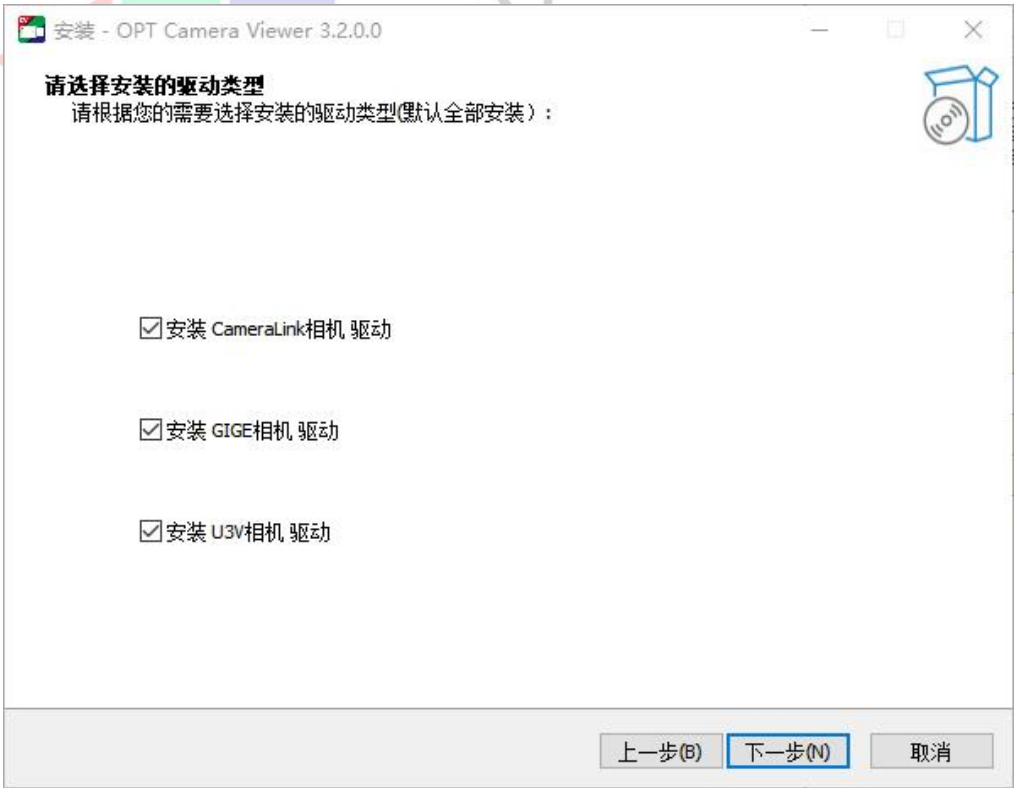

图 3-4 安装驱动类型选项窗口
5. 再点击下一步后，如图 3-4 所示，进入到选择安装的驱动类型界面（默认全部安装），这里也可自定义勾选安装需要的驱动。